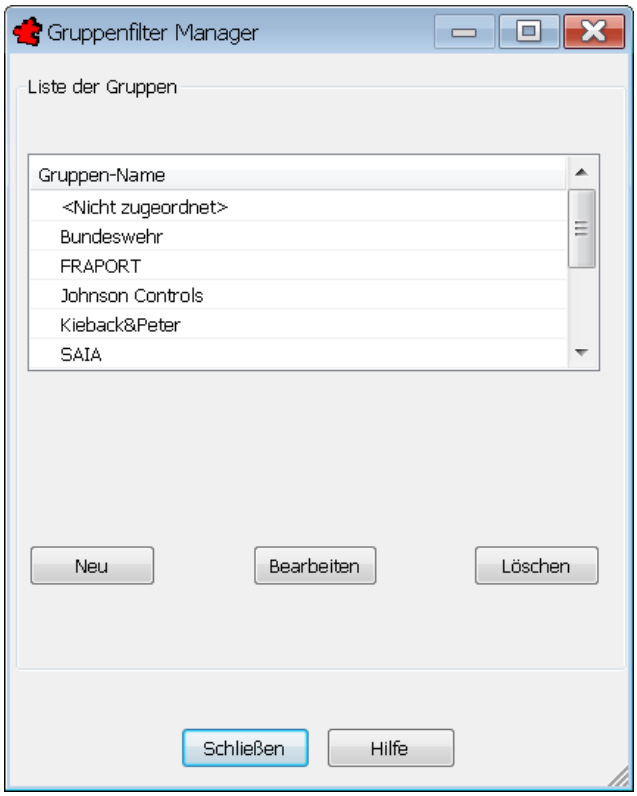

Bild 36.74 – Der Gruppenfilter-Manager
- Rufen Sie *Datei, Stammdaten, Funktionscode Gruppenfilter* auf (Abb. 36.74).